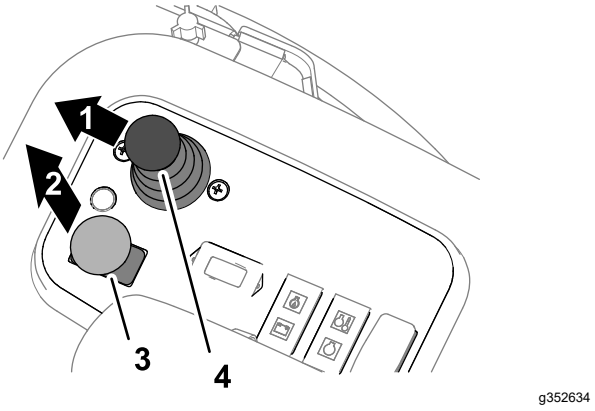

Figur 100
3. För styrspaken för att sänka/höja klippenheterna framåt (Figur 100).